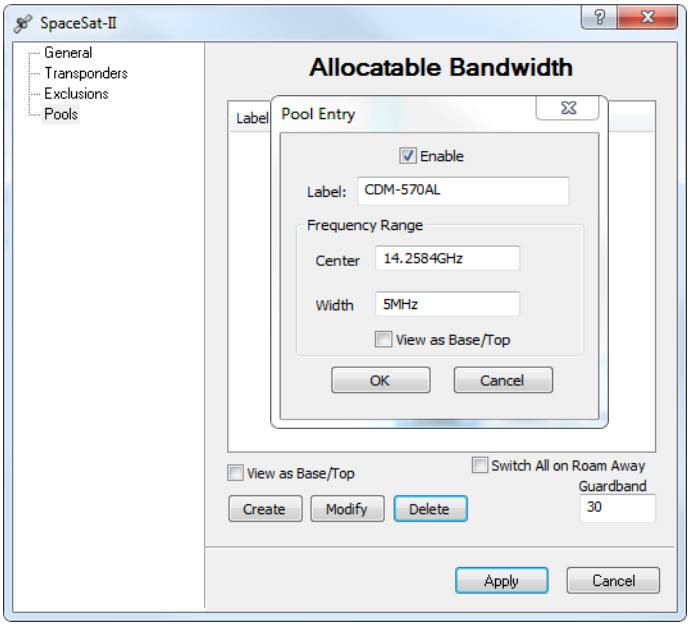

Figure 3-25 Create Pool dialog
2. In the Satellite Properties window, select the **Pools** dialog, then click the **Create** button and specify the Pool Label, Range settings, as shown in figure 3-25. The newly created pool is **Enabled** by default.